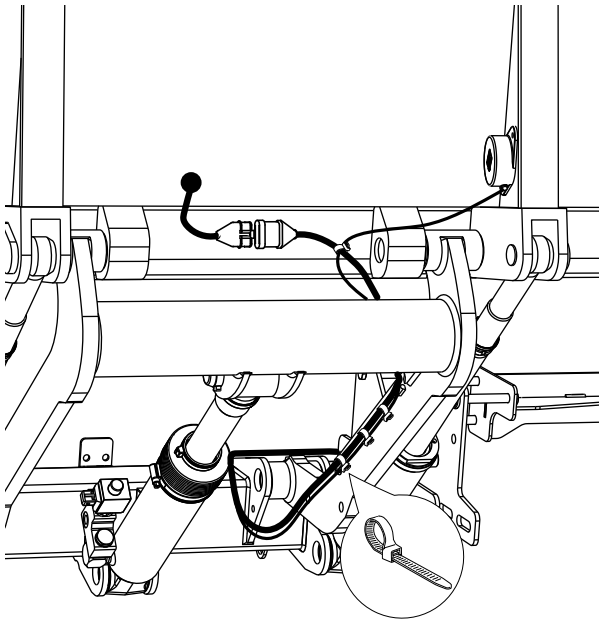

*Figura 73. Montaje del cableado*
1. Conecte el cable suministrado al conector en el cable del dispositivo de mando de pie y de las luces de aviso. A continuación, tienda los cables y móntelos con las bridas para cables según Figura 73.